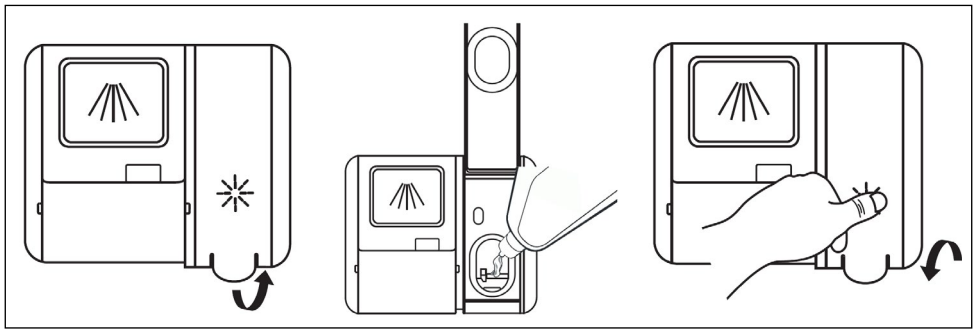

Fig.3 Fig. 4 Fig. 5
2. Open the rinse aid dispenser as shown in Fig.3.